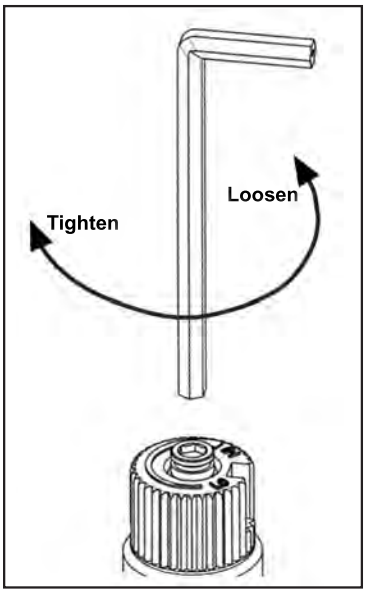

Figure 12: Removing valve screw.
b) Insert a $^{5}/_{32}$" or 4 mm Allen wrench into the hexagonal key-way of the screw (see Figure 12), rotate it counter-clockwise until it is free and extract it.
e) Using the Allen wrench as shown in Figure 12, rotate the screw clockwise until a torque of 9 inch lbs. **WARNING!** Do not over tighten the screw. It is recommended that you grip the wrench by the short side.